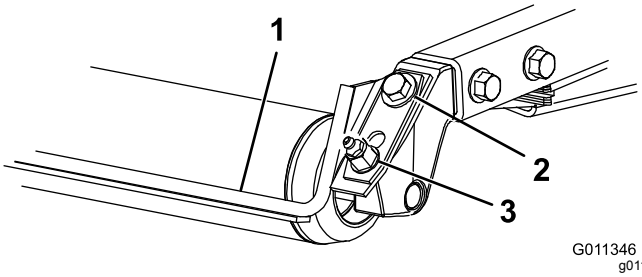

Figur 6
1. Lossa smörjnippeln och monteringsskruven (Figur 6).